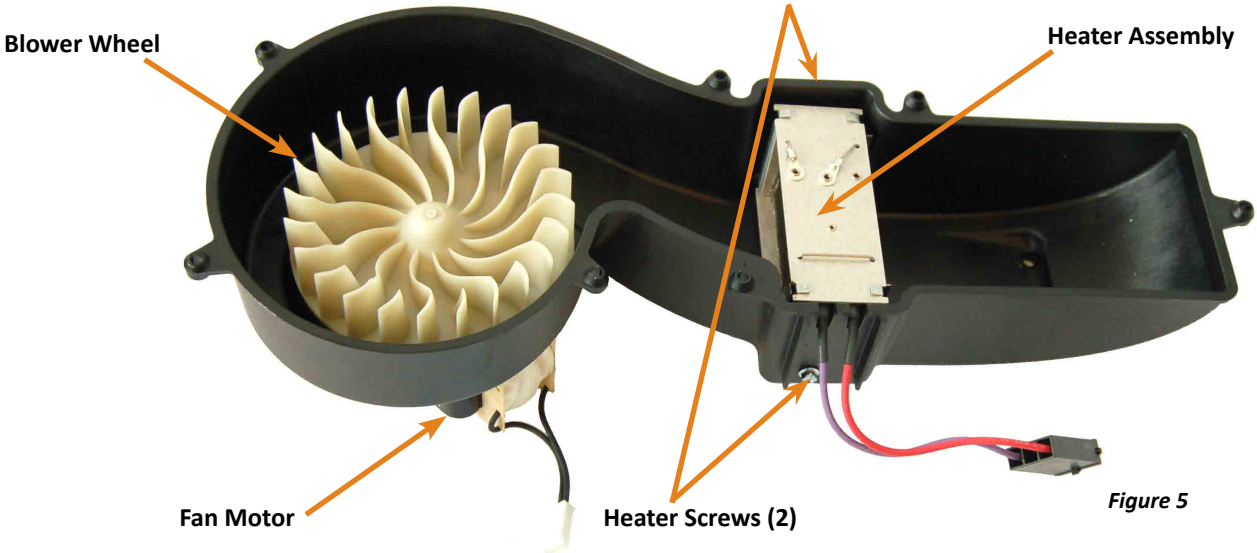

Figure 5
11. To remove the heater from the blower/heater assembly, use a 1/4” nut driver to remove the two screws securing the heater to the blower housing (see Figure 5 below).